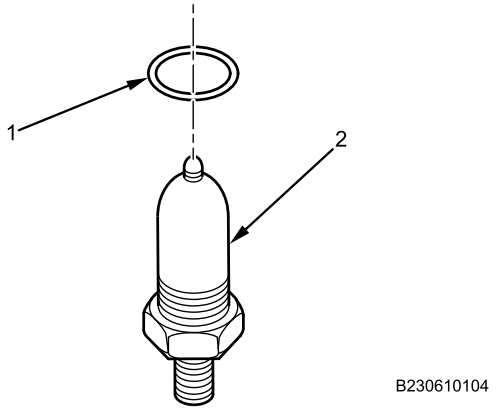

Figure 3. O-Ring Installation.
1. Lubricate new O-ring (Figure 3, Item 1) with clean engine oil.
2. Install O-ring (Figure 3, Item 1) on water sensor probe (Figure 3, Item 2).